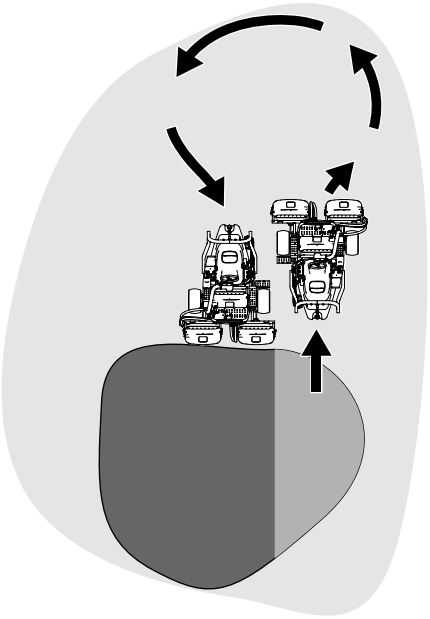

Figura 25
6. Para ganar tiempo y facilitar la alineación correcta para la pasada siguiente, gire la máquina momentáneamente en la dirección opuesta, y luego gire hacia la parte que todavía no está cortada. Este movimiento es un giro en forma de lágrima (Figura 25), que permite alinear la máquina rápidamente para la pasada siguiente.